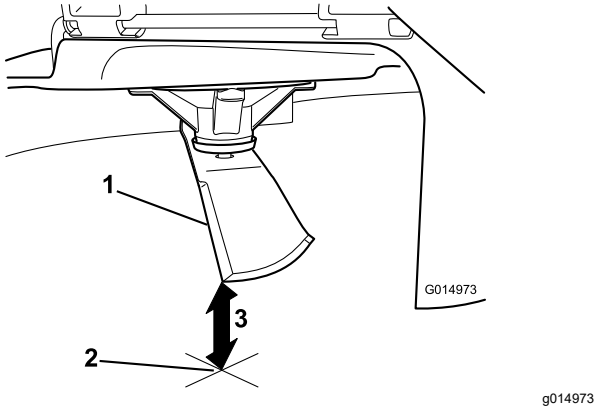

Figuur 59
3. Meet de afstand tussen het uiteinde van het mes en de vlakke ondergrond (Figuur 59).